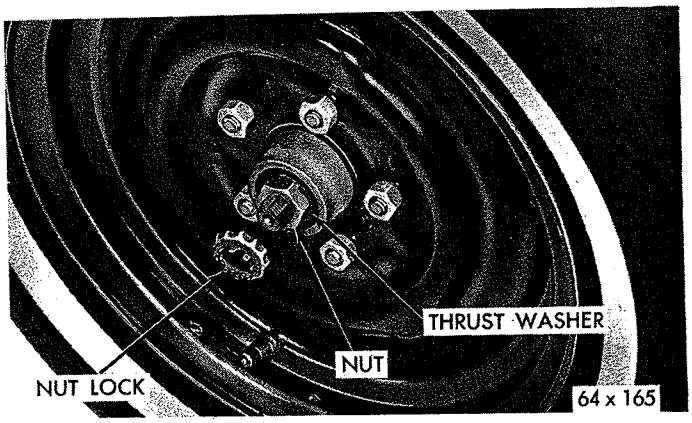

*Fig. 6—Front Wheel Bearing Adjustment*
(1) Tighten wheel bearing adjusting nut to 90 inch-pounds while rotating wheel.
(2) Position nut lock (Fig. 6) on nut with one pair of slots in line with cotter pin hole.
(3) Back off adjusting and nut lock assembly one slot and install cotter pin. **The resulting adjustment should be zero (no preload) to .003 inch end play.**
(4) Clean the grease cap, coat inside with wheel bearing lubricant (do not fill) and install.
(5) Install wheel covers and lower vehicle to floor.